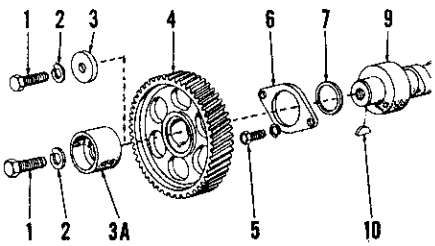

Fig. 77–Drawing showing assembly of camshaft gear to camshaft. Flat washer (3) is used on diesel engines; fuel pump eccentric (3A) is used on gasoline engines.
84. CAMSHAFT GEAR. To remove the camshaft gear, remove cap screw (1—Fig. 77), lockwasher (2) and washer (3) on diesel models or fuel pump eccentric (3A) on gasoline models; then, pull gear from shaft. Gear should be a hand push fit on shaft. With gear removed, inspect drive key (10), thrust plate (6) and spacer (7) and renew if damaged in any way.